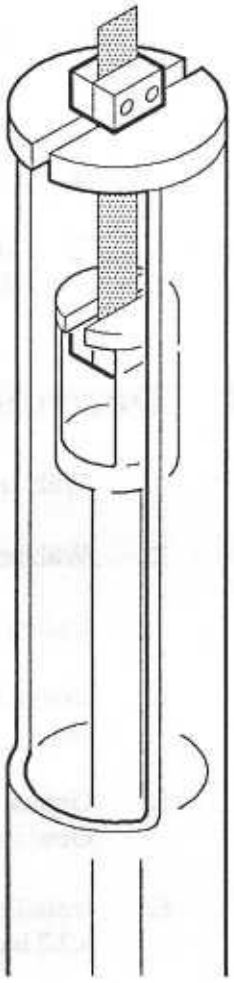

Bild 53
9. Bringen Sie die zweite Schraubklemme unter den Schlitz im Meßfühler, sodaß die Probe zwischen Meßfühler und Probenträger eingespannt ist (s. Abb. 53).